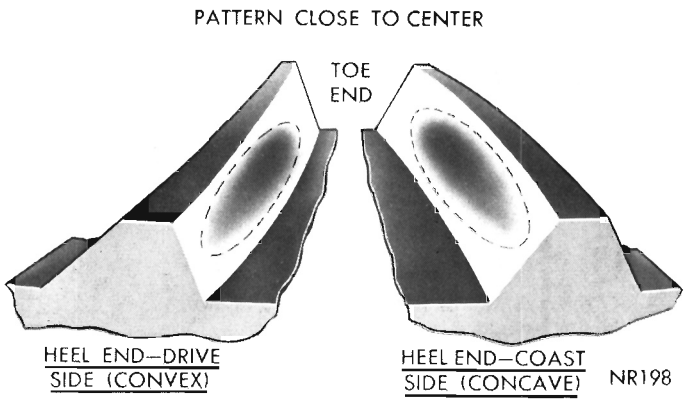

Fig. 34—Desired Tooth Contact Under Light Load
(1) Apply a thin film of red or white lead on both the drive and coast side of the drive gear teeth. Rotate drive gear one complete revolution in both directions while load is being applied with a round bar or screwdriver between the carrier casting and differential case flange. This action will leave a distinct contact pattern on both the drive and coast side of the drive gear teeth.
(2) Observe the contact pattern on the drive gear teeth and compare with those in figures 34, 35 and 37
to determine if pattern is properly located. With pinion depth of mesh and gear backlash set properly, your contact pattern should resemble that in (Fig. 34). Notice that the correct contact pattern is well centered on both drive and coast sides of the teeth. When tooth contact patterns are obtained by hand, they are apt to be rather small. Under the actual operating load, however, the contact area increases.